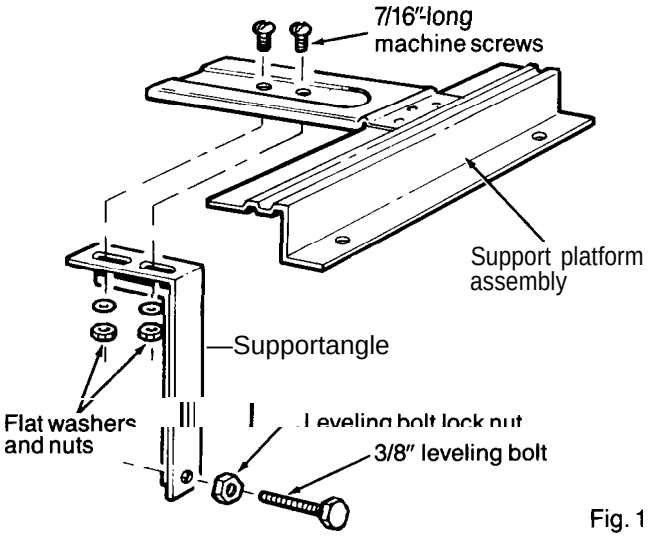

Fig. 1
5. Pull support angle against outside of structure. Tighten two 7/16″-long machine screws on top of support platform assembly (Fig. 1).
6. Adjust 3/8” leveling bolt to position support angle in a level plane (Fig. 1). This will allow for proper angle. Tighten leveling bolt lock nut.